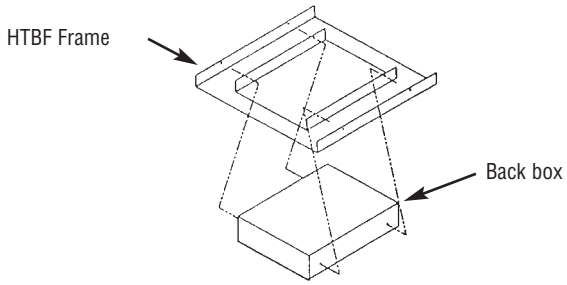

**Figure 2**
4. Mount the heater backbox to the HTBF kit frame using the four screws provided. Refer to figure 2.